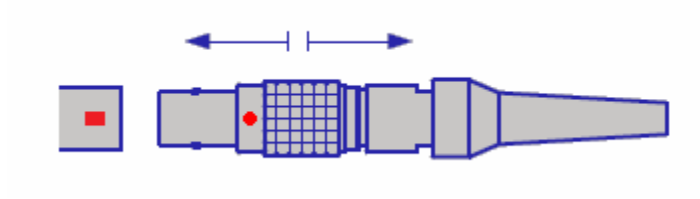

Figura 79: Conectarea conectorilor CC
4. Aliniați punctul roșu de pe conectorul de ieșire CC al adaptorului CA cu linia roșie de pe conectorul de intrare a încărcătorului Vesta și apoi introduceți conectorul de ieșire CC în conectorul de intrare a alimentării. **Vezi Figura 79.**